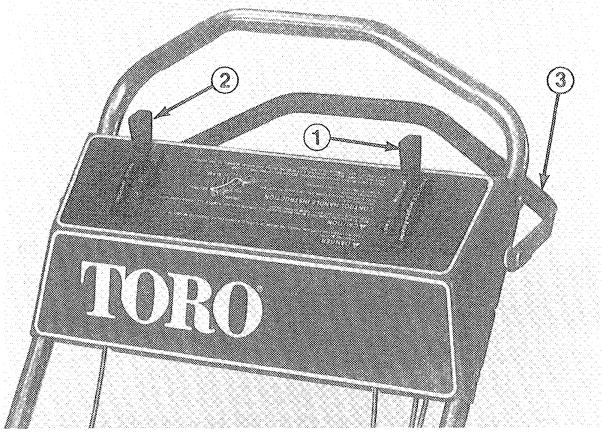

Figure 8
Throttle Control – The throttle control (Fig. 8) has three positions: OFF, SLOW and FAST. Press down on control and move control between SLOW and FAST to operate engine at various speeds. To stop engine, move throttle control to OFF.
Ground Speed Control (Fig. 8) – The ground speed control has four positions: NEUTRAL (N), LOW (1), MEDIUM (2) and HIGH (3). Positioning lever in different speed settings changes ground speeds of mower. Press down on control and move control to desired speed selection.
Control Bar (Fig. 8) – The control bar actuates blade and mower drive. With engine running and ground speed control in one of the ground speed selections, engage blade by moving control bar down and lifting back to middle position. To drive mower, move control bar forward to handle. To drive mower with blade stopped, move control bar forward to handle without moving bar to down position. To stop blade or stop drive release control bar, allowing it to return to the middle position.